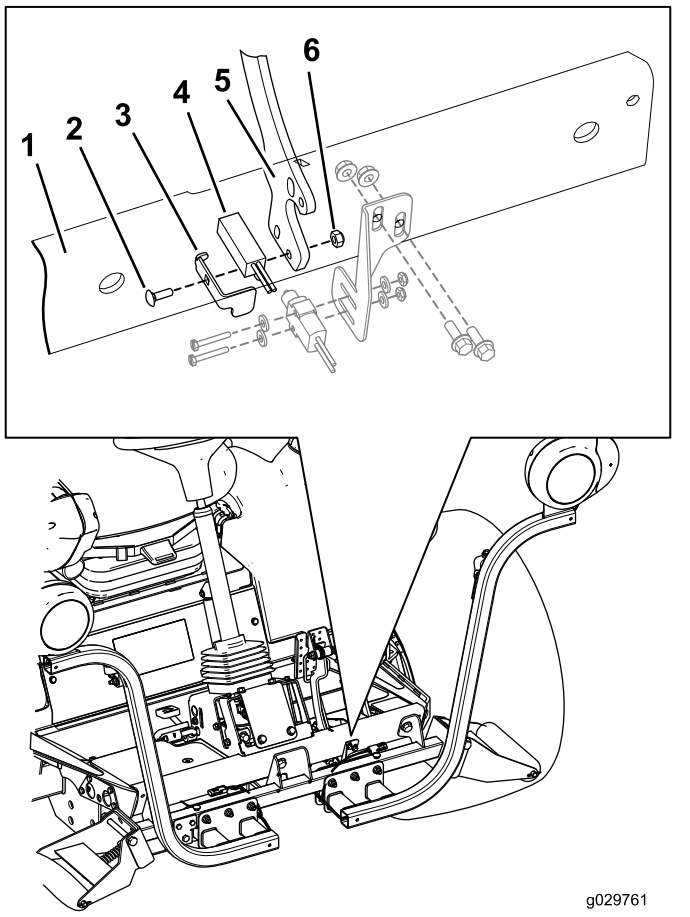

Figura 16
1. Desmonte el conjunto de sensor de proximidad de la palanca del pedal de freno (Figura 16) y aparte todos los componentes salvo el sensor de proximidad.
2. Monte el conjunto de sensor de proximidad en la palanca del freno usando el perno de cuello cuadrado (Nº 10 x 5/8"), la placa del sensor de proximidad, y una contratuerca (Nº 10), según se muestra en Figura 16.